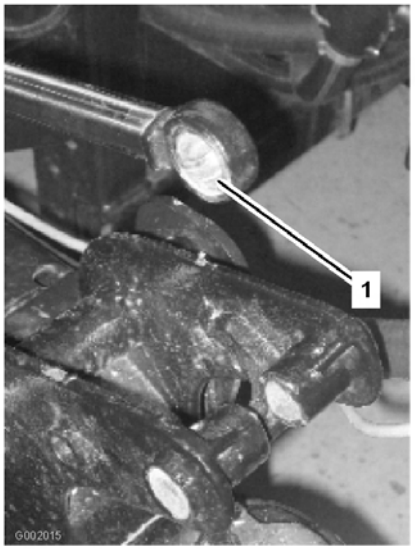

Figur 36
5. Før enden af aktuatorstanglejet med påført fedt ind i lejet (Figur 36). Tør overskydende fedt af.